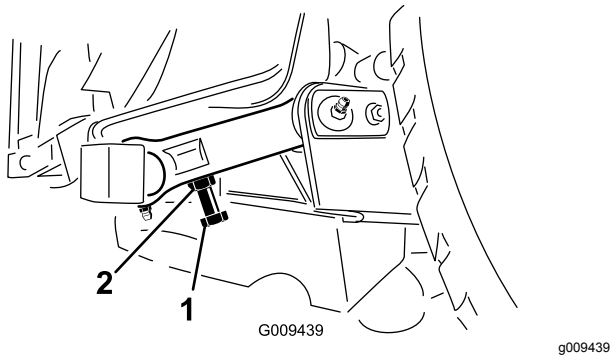

**Figuur 27**
3. Om de afstand in te stellen, gaat u naar de afstelbout op de achterste scharnierverbinding van het maaidek (Figuur 27).